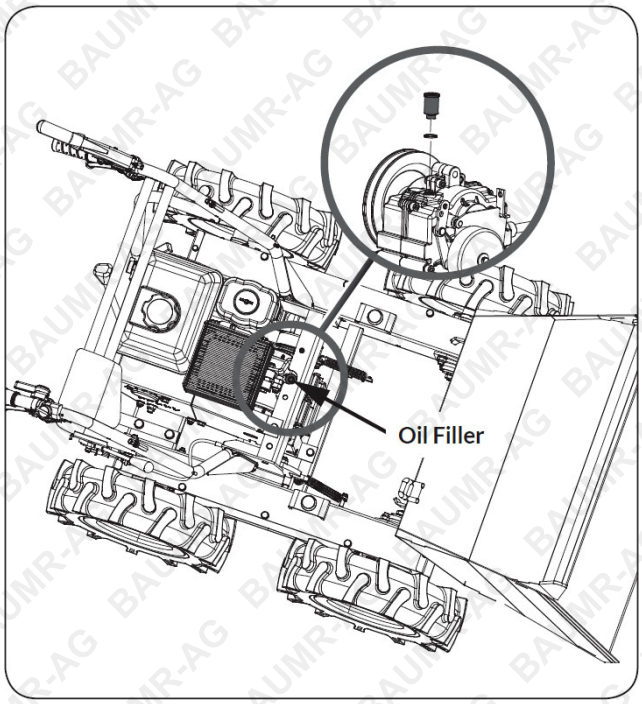

Figure 1
- Transmission oil must be replaced when engine is stopped and warm by unscrewing filler cap and drain plug. When oil is completely drained, replace filler cap, and fill up with fresh oil (See Figure 1).